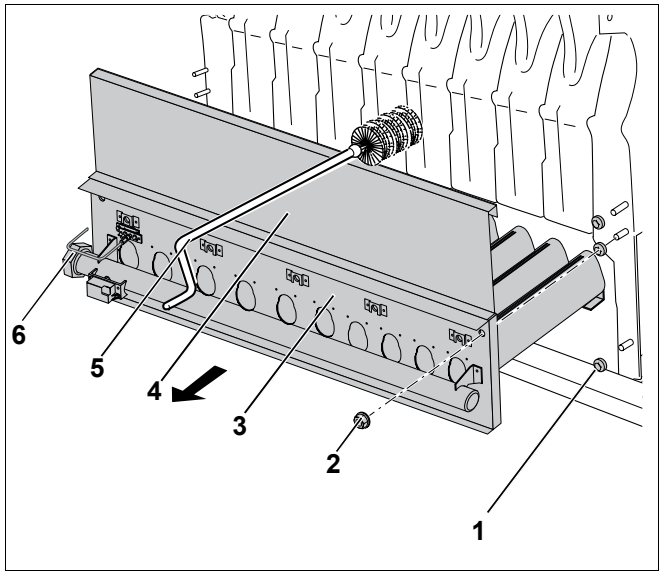
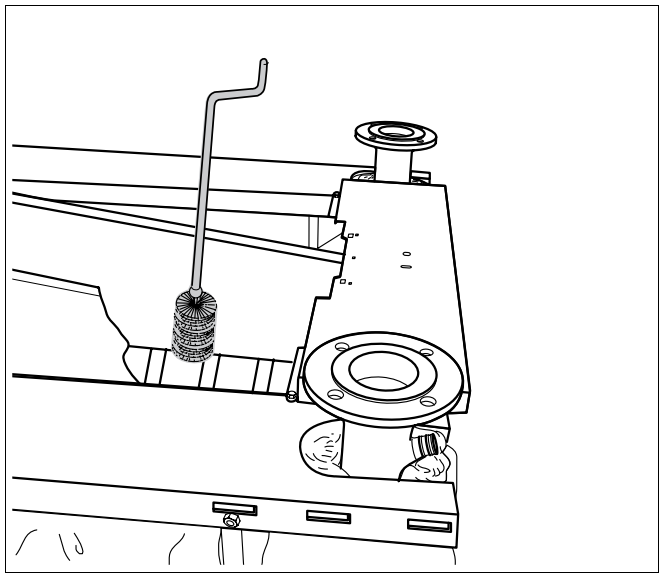

Рис. 17 Демонтаж газовой горелки и чистка котлового блока
Рис. 18 Чистка щетками
- Отсоединить горелку от газовой арматуры в месте резьбового соединения (рис. 17, **поз. 6**).
- Открутить крепежные гайки (рис. 17, **поз. 2**) на щитке (рис. 17, **поз. 3**) и вынуть газовую горелку.
При демонтаже горелки обратите внимание на то, чтобы промежуточные кольца (рис. 17, **поз. 1**) остались на шпильках.
Крышку для чистки (рис. 17, **поз. 4**) можно снять только после демонтажа газовой горелки.
- Открутить гайки (рис. 17, **поз. 4**) и снять крышку для чистки.
- Газоотводящие каналы прочистить щетками много раз поступательными движениями из стороны в сторону (в горизонтальном направлении) и сверху (см. рис. 17 и рис. 18).